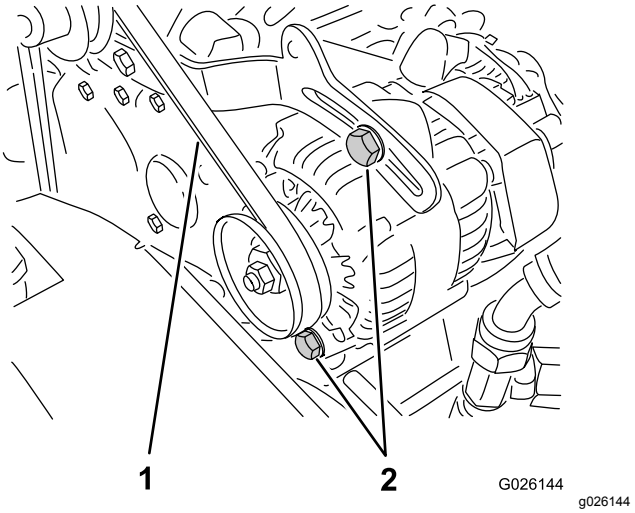

Figur 58
2. Kontroller spændingen ved at trykke ned på remmen midt mellem remskiverne på krumtapakslen og generatoren med en belastning på 10 kg (Figur 58).
A. Løsn generatorens to monteringsbolte (Figur 58).
B. Drej generatoren med en løftestang, indtil den korrekte remstramning opnås, og spænd derefter monteringsboltene (Figur 58).